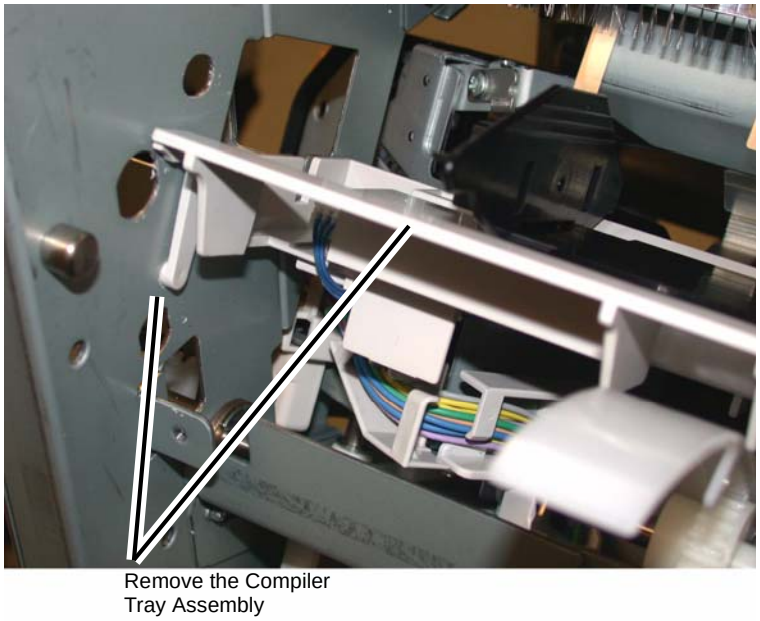

Figure 10 Remove the Compiler Tray Assembly
19. Remove the Compiler Tray Assembly (Figure 10).